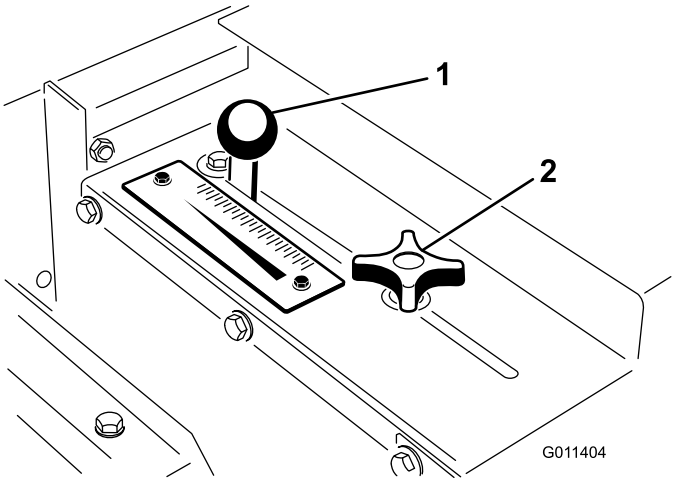

Figur 19
1. Løsne låseknotten (Figur 19) nok til at den kan gli fritt i sporet.
2. Sett lemknotten (Figur 19) i ønsket stilling og stram til låseknotten for å feste justeringen.
Bruk hastighetsskalaen (Figur 19) til å fastsette ønsket strømningshastighet. Se hastighet for sandapplikasjon.